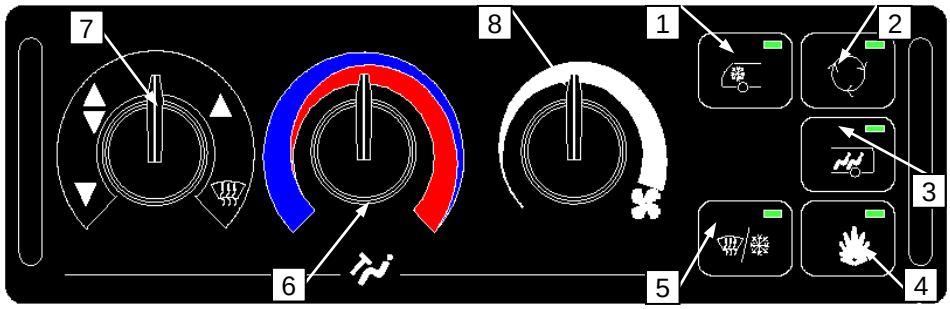

Rys.1 Sterownik ogrzewania i klimatyzacji ATC Wabco
- regulacja obrotów dmuchawy powietrza (sterownik ATC Wabco, poz.8, Rys.1),
- temperatura w przedziale kierowcy (sterownik ATC Wabco, poz.6, Rys.1),
- włączanie klimatyzacji w przedziale kierowcy - opcja (sterownik ATC Wabco, poz.1, Rys.1),
- włączanie pieca ogrzewania dodatkowego (poz.4, Rys.1). Możliwe jest także uruchomienie pieca ogrzewania dodatkowego na postoju przy wyłączonym silniku. W takim przypadku ogrzewanie przestrzeni pasażerskiej jest realizowane tylko za pomocą konwektorów.
Nagrzewnice przedziału pasażerskiego załączają się automatycznie wraz z włączeniem pieca ogrzewania dodatkowego (poz.4, Rys.1) i ogrzewania przedziału pasażerskiego (poz.3, Rys.1) jeżeli temperatura w przedziale pasażerskim wynosi poniżej 22 ^{0}C.
Funkcje sterownika ATC Wabco (Rys. 1):